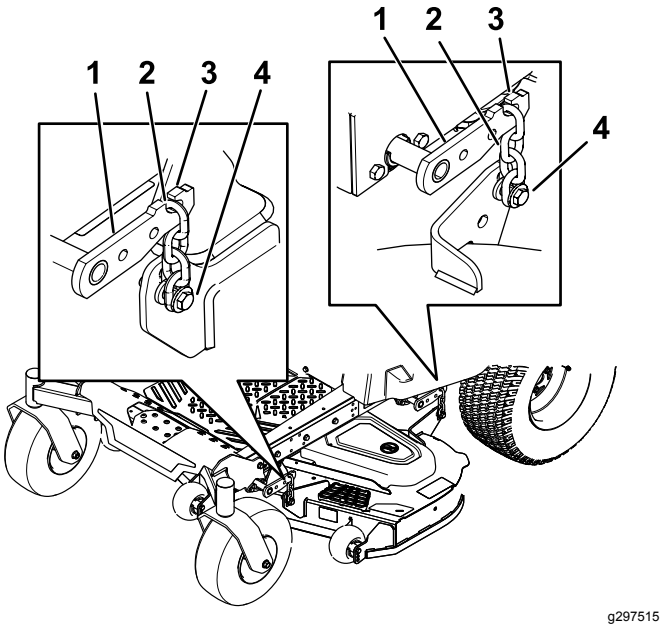

Figur 76
8. Afmonter kæderne fra krogene på skjoldløftearmene (Figur 76).
6. Løft klippeskjoldets bagende, og sæt kæderne fast på de bageste løftearme (Figur 76).
7. Sæt de forreste kæder fast på de forreste løftearme (Figur 76).